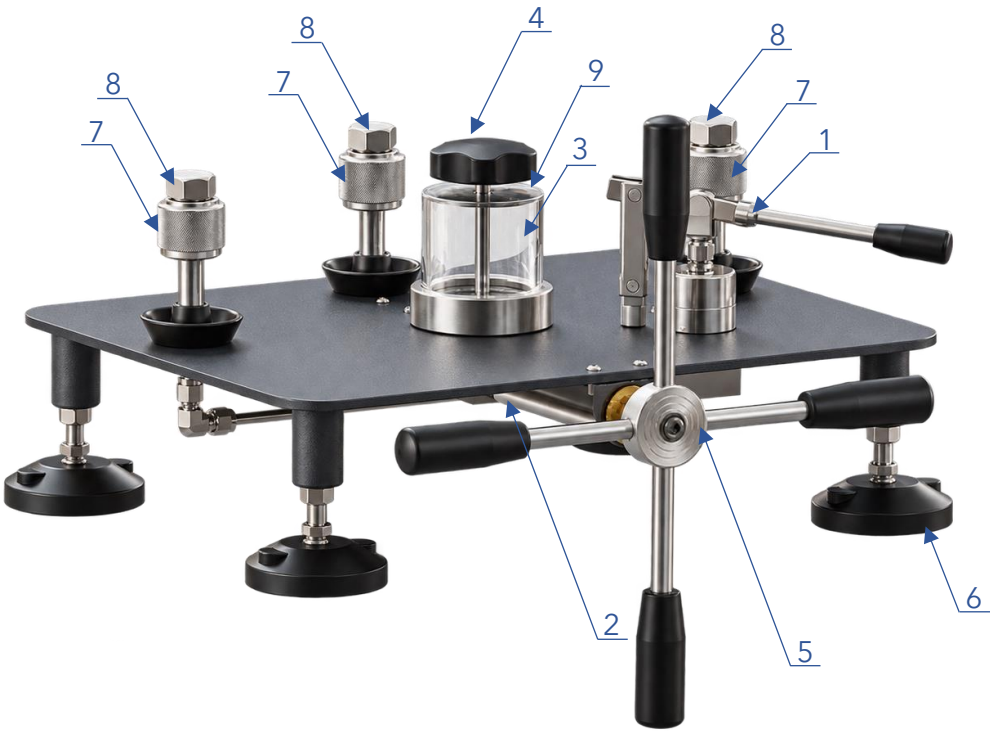

Рисунок 1 – Основные конструктивные элементы пресса:
1. Вращением штурвала ⑤ против часовой стрелки выкрутите винт точного регулирования до упора (см. рис. 1).
4. Вращая штурвал ⑤ по часовой стрелке, задвиньте винт в полость цилиндра точной регулировки. При ввинчивании регулировочного винта в латунную гайку смазка будет выдавливаться наружу. Повторите цикл нанесения и распределения смазки не более шести раз. После каждого цикла удаляйте излишки смазки.